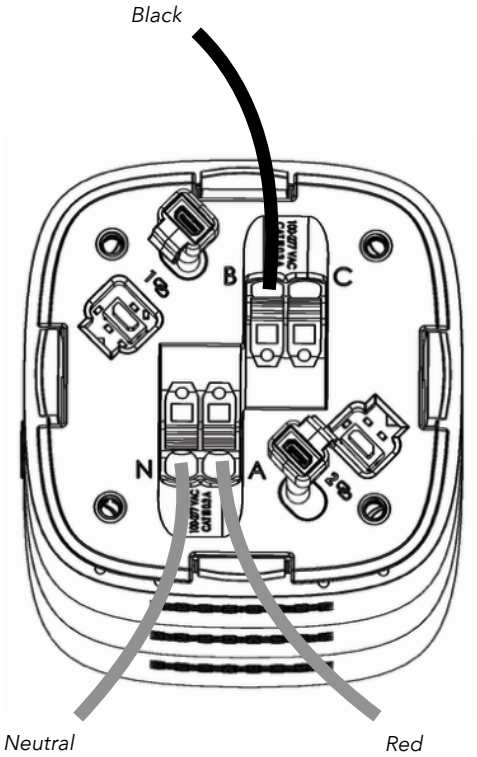

Fig 25
- Split Phase Panel. *Fig 25.*